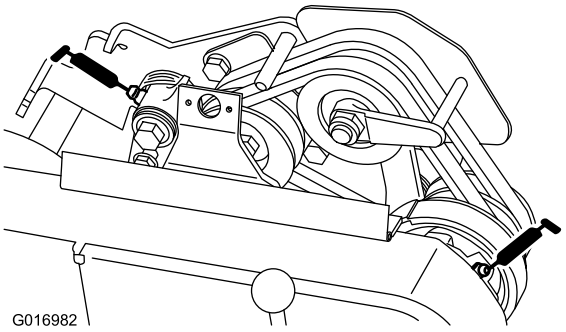

Figur 24
- to på mellomremsskivene (Figur 24).